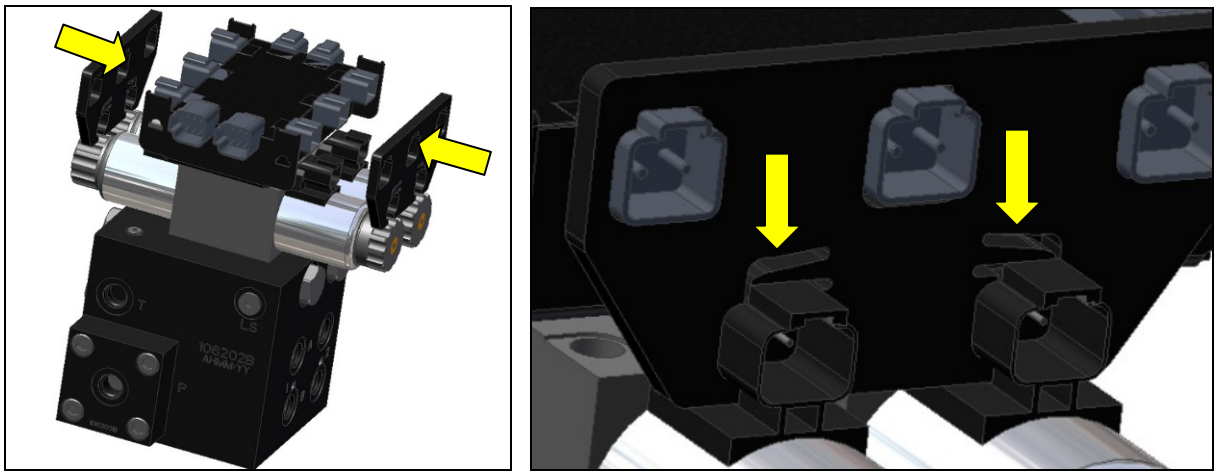

Figure 17: Valve Module Bracket Installation
3. Place the valve module between the valve coils. Slide a valve mounting bracket over the connectors of the valve module and the valve coil connectors. This may require flexing the plastic bracket slightly (**Figure 17**).